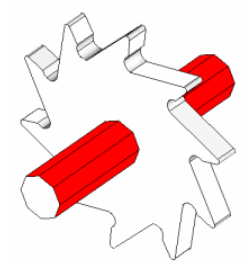
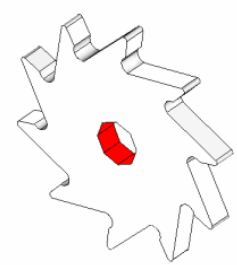

Figure 2. The axle surfaces to select
Figure 3. The wheel surfaces to select
3. Choose **Geometry→Delete→Surfaces**[2]. Select[4] the surfaces shown in Figure 2 and Figure 3 and press **ESC**.